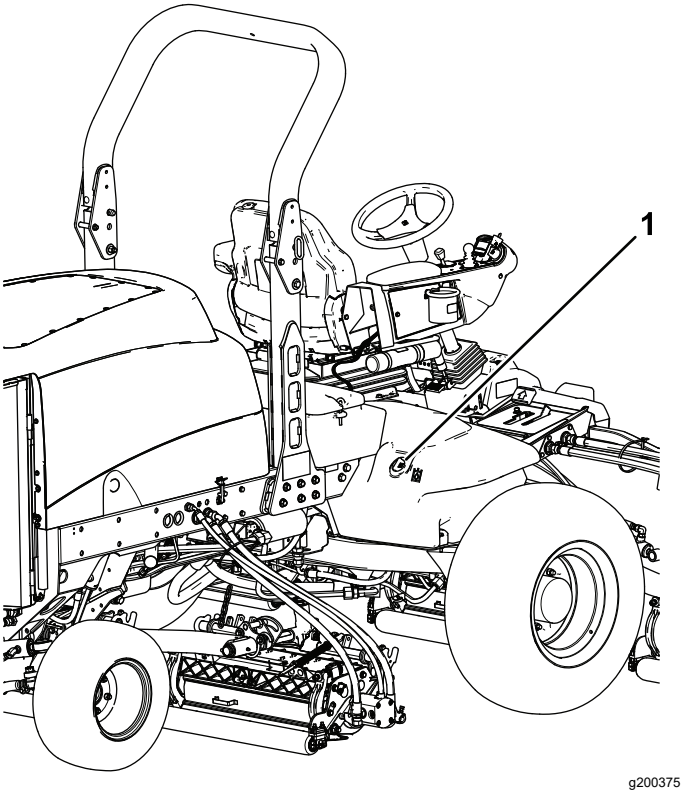

Figur 117
2. Rengjør rundt påfyllingshalsen og lokket på tanken for hydraulisk olje (Figur 117).